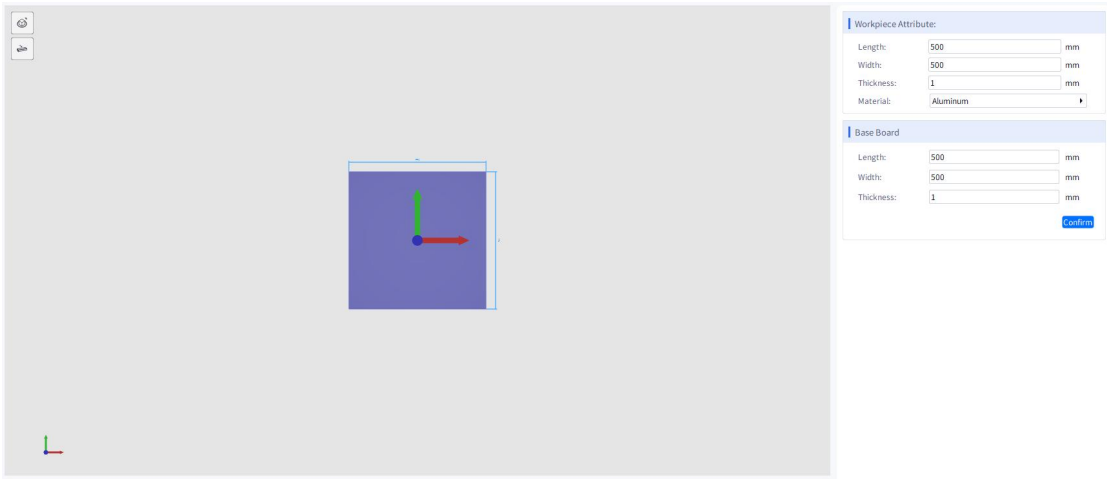

Figure 5-6 : Modifying the Base Plate
(1) Modify the substrate: Select the substrate to modify its length, width, and thickness, as shown in Figure 5-6.